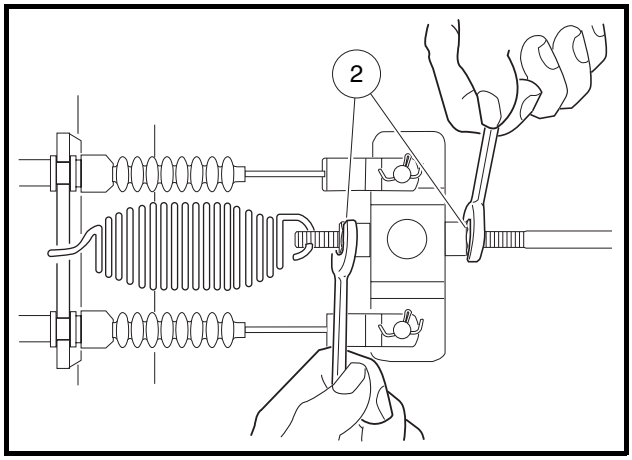

Figure 5-10 Loosen Front Brake Equalizer Rod Nuts
- 2.3. **Four-wheel brake vehicles only:** Loosen the front brake equalizer rod **(Figure 5-10, Page 5-12)**.